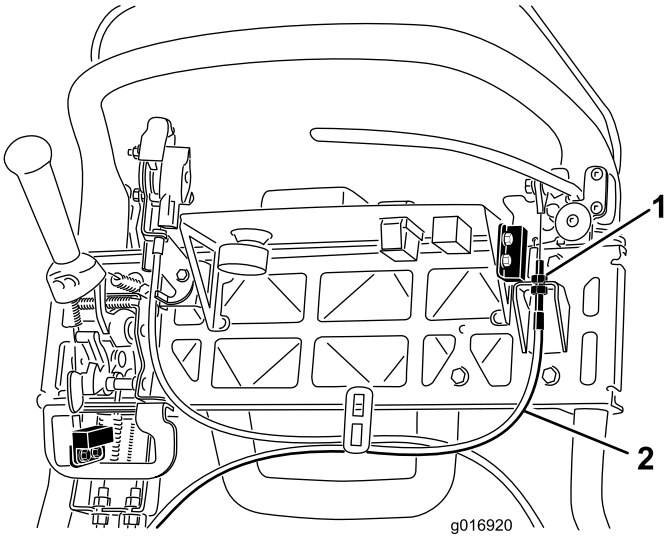

Figur 40
3. Kabelstramningen øges ved at løsne kablets øverste kontramøtrik og spænde kablets nederste kontramøtrik (Figur 40), indtil der kræves en kraft på 156 N på bremsegrebet for at udløse parkeringsbremselåsen. Overjuster ikke, så bremsebåndet hænger.